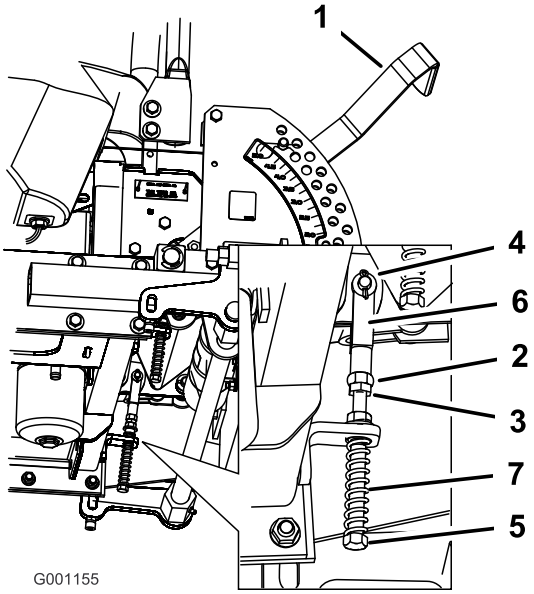

Figuur 68
8. Als de schakelhendel moet worden afgesteld, draait u de moer en de contramoer tegen de gaffel (Figuur 68).
9. Oefen een lichte achterwaartse druk uit op de schakelhendel, draai de kop van de stelbout in de juiste richting totdat de hendel in de vergrendelde neutraalstand is gecentreerd (Figuur 68).
10. Draai de moer en de contramoer vast (Figuur 68).